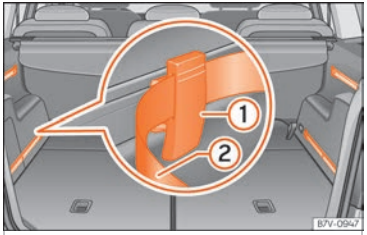

Fig. 173 In the boot: system including rails, adjustable attachment elements (1) and adjustable tightening straps (2).
- Fit the attachment element with the ruts facing upwards ››› Fig. 173 (1) to the upper part of the guide and press downwards.